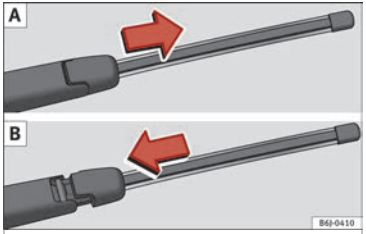

Fig. 91 Removing and fitting the rear window wiper blade.
- Slide the blade adapter in the direction of the arrow and remove the blade ››› Fig. 91 **A**.
- Place the blade as shown in ››› Fig. 91 **B** and slide the adapter along until it engages.